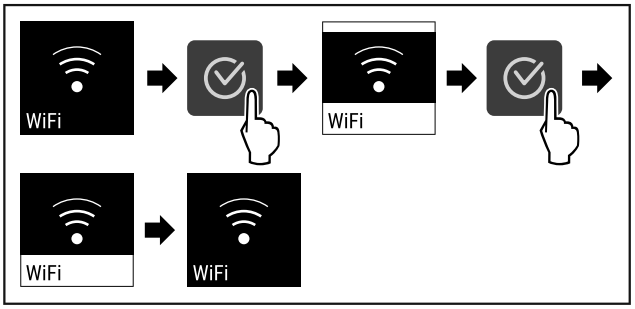

Fig. 87
▶ Ejecutar los pasos (consulte Fig. 87) .